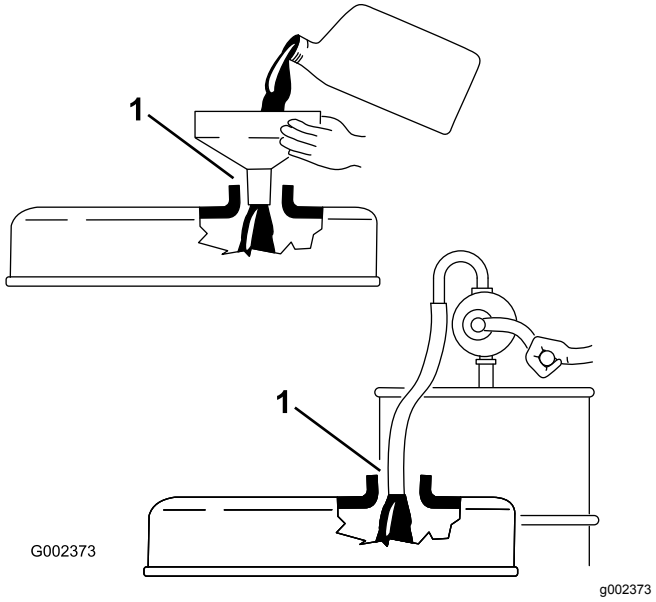

**Figur 24**
***Vigtigt:*** **Fjern målepinden, mens der fyldes olie på motoren. Når der tilsættes motorolie eller fyldes olie på, *skal der være* afstand mellem oliepåfyldningsenheden og påfyldningshullet i ventildækslet som vist i Figur 24. Denne afstand er nødvendig af hensyn til udluftning under påfyldningen, hvilket forhindrer olie i at løbe over og ned i ånderøret.**